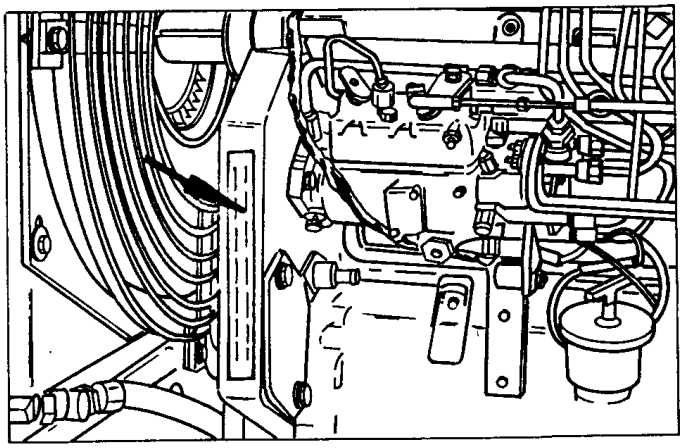

Fig.1.5. Engine Serial Number Plate
2. The engine serial number plate is located on the left hand side of the engine in the space designated “Engine serial number” (Fig. 1.5).